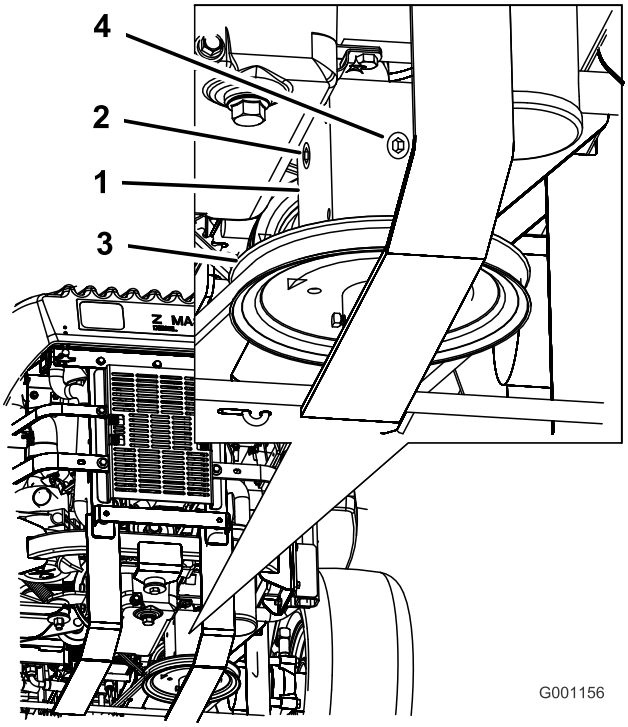

**Figuur 46**
4. Verwijder de plug aan de zij- of achterkant van de tandwielkast. (Figuur 46).